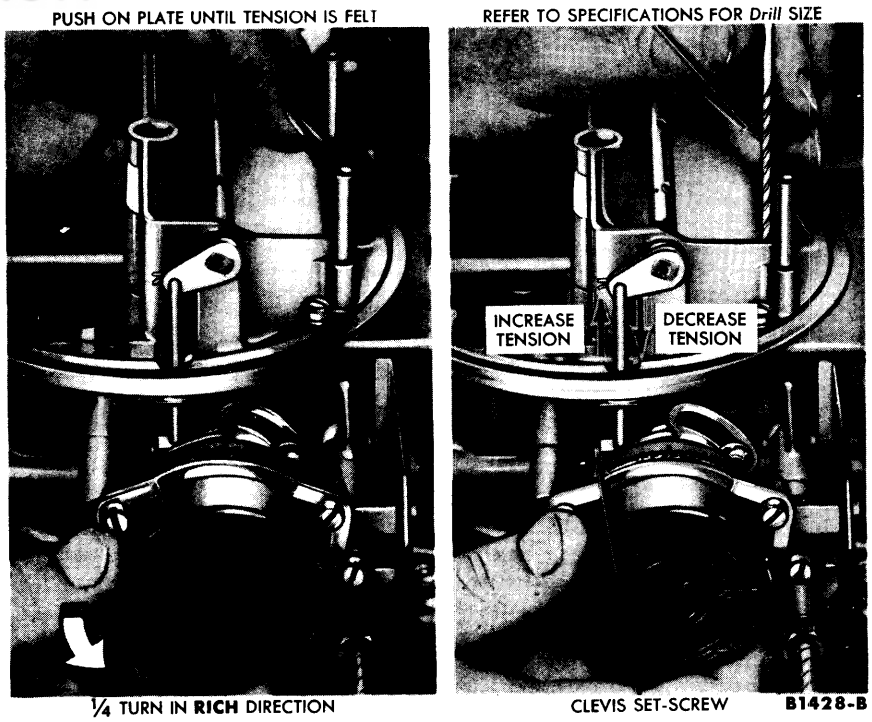

FIG. 8—Choke Plate Clearance
1. Loosen the thermostatic spring housing retaining screws and turn the housing ¼ – turn counterclockwise from the index mark in the rich direction (Fig. 8).
resistance to movement is felt. At this point, the clearance between the front edge of the choke plate and the inside surface of the air horn should be within specifications. **Do not force the choke plate, or the tang on the lever in the choke housing will bend.** Check the clearance by placing the proper size drill between the front edge of the choke plate and the air horn (Fig. 8).
3. If the choke plate clearance is not within specifications, loosen the clevis set screw, using a 1/16-inch Allen wrench. Position the proper size drill between the front edge of the choke plate and air horn (Fig. 8). Hold the choke plate against the drill and move the choke plate rod up or down until the specified clearance is obtained. Tighten the set screw on the clevis to secure the adjustment.